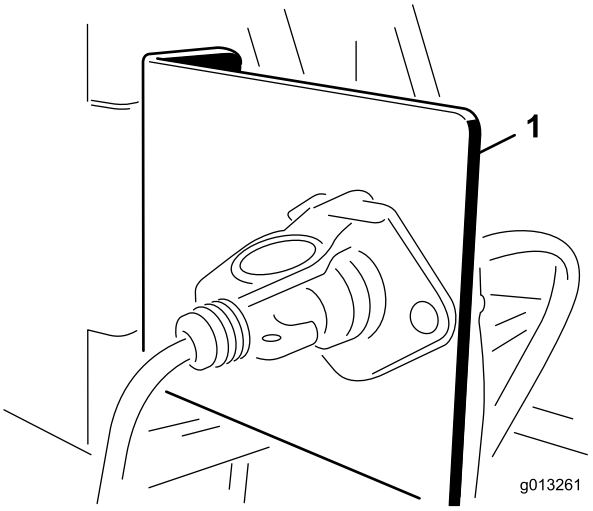

Figura 8
1. Monte o suporte da tomada num ponto fixo na traseira do veículo de reboque utilizando um dos suportes de montagem fornecidos (Figura 8).